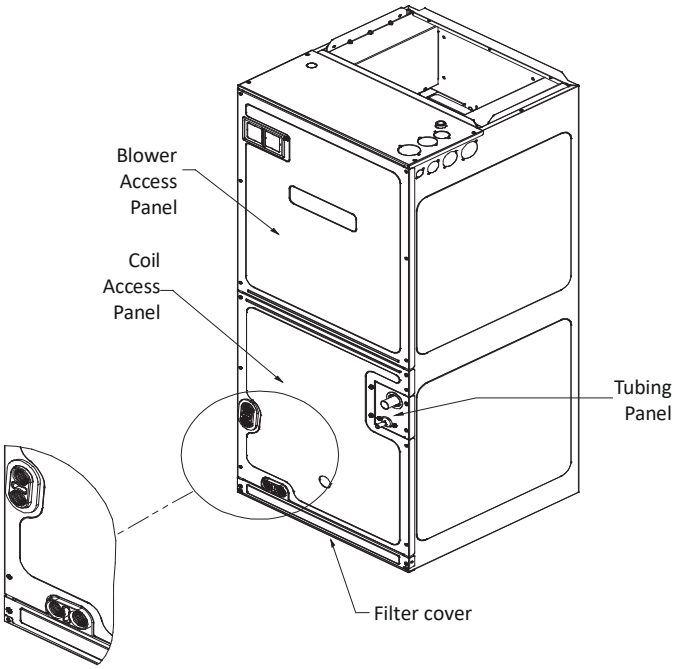

**Figure 2A**
1. For downflow and horizontal right orientation, remove blower access panel and coil access panel. The coil access panel and tubing panel may remain screwed together during this procedure. Remove and retain the screws securing the coil access panel to the cabinet and the screws securing the blower access panel to the cabinet (See Figure 2A).
10. Reinstall the coil access panels and reinstall blower access panel removed in Step 1 as shown in Figure 2A.